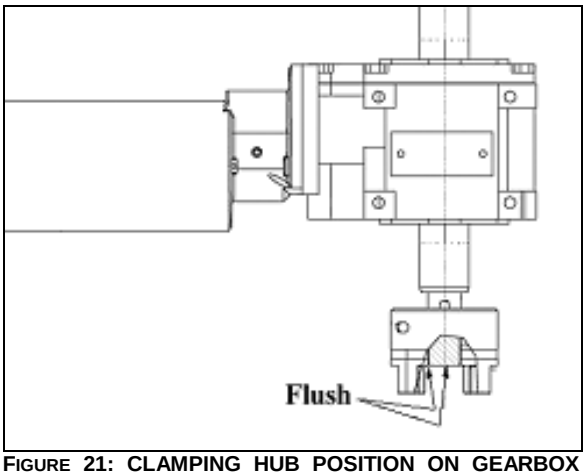

**FIGURE 21: CLAMPING HUB POSITION ON GEARBOX SHAFT**
6. Install a clamping hub on one of the gearbox shaft (opposite side of gearbox mounting bolts) flush with the shaft extremity (Figure 21) and tighten the clamping screw.
7. Install the second clamping hub on the gearbox shaft. Position the clamping hubs so that they are flush with the shafts extremity (Figure 21).